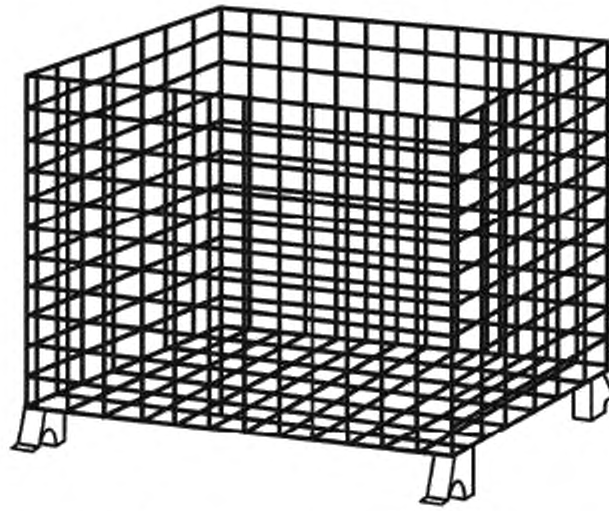

Рисунок 30 — Сетчатый ящичный поддон с закрепленными стенками
4.3.2 **сетчатый ящичный поддон с закрепленными стенками:** Сетчатый ящичный поддон, стенки которого жестко прикреплены к настилу (см. рисунок 30).